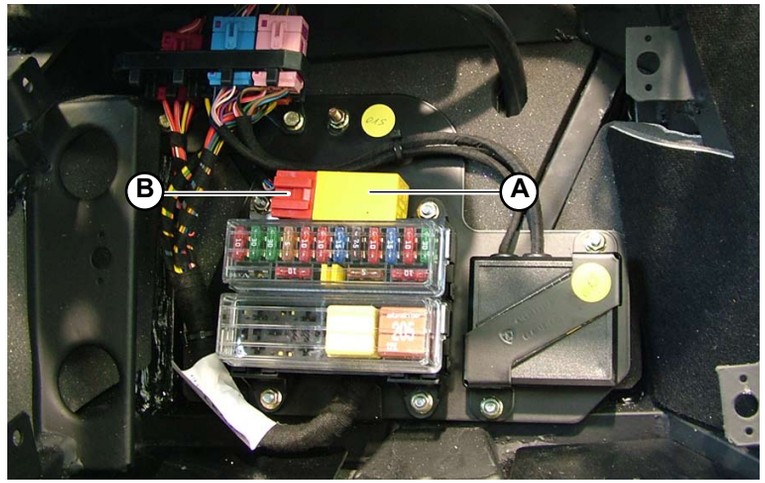

Fig.11
1. Connect the door central locking control unit (**A-Fig.11**) to the connection (**B-Fig.11**) located above the fuse box.